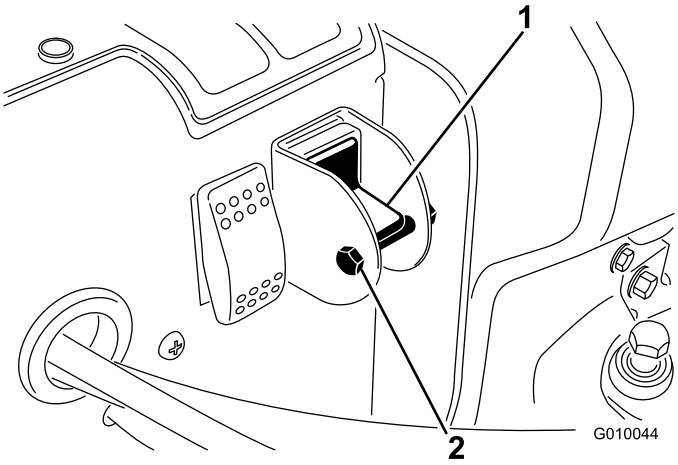

**Figur 30**
3. Fjern låsebolt og mutter fra velgerbryteren (Figur 30).